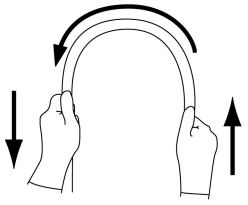

図 1
2.挿入部を両手で持ち、全長にわたって図 1 に示すように順次半円の頂点をずらすように曲げたときに、適切な軟らかさを有しており、軟らかさが不連続になっているなどの異常がないこと。